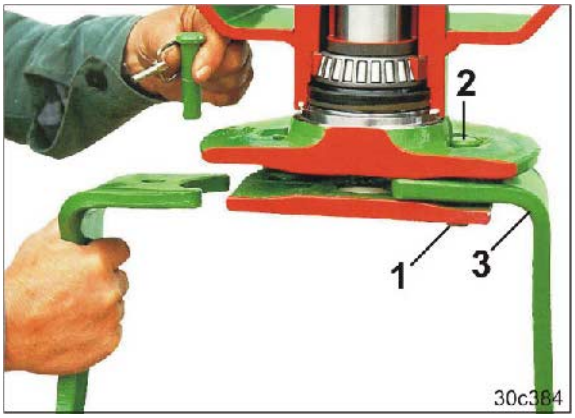
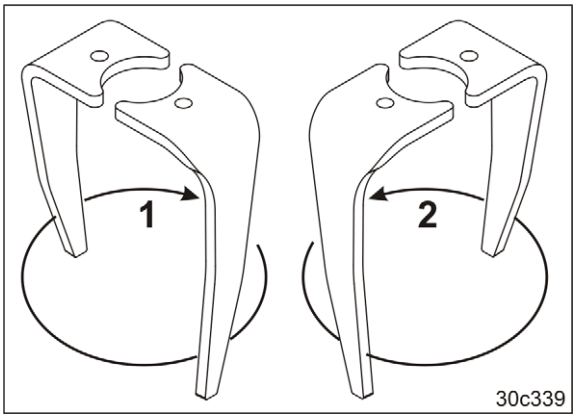

**Fig. 270**
**Fig. 271**
2. Retirez la goupille clips (Fig. 270/1).
3. Chassez l'axe (Fig. 270/2) vers le haut pour le sortir du porte-outils.
4. Remplacez la dent de préparation du sol (Fig. 270/3) [voir tableau (Fig. 271)].
Les dents de préparation du sol du cultivateur rotatif sont orientées "vers l'avant", comme illustré sur la Fig. 271, une fois fixées aux porte-outils.